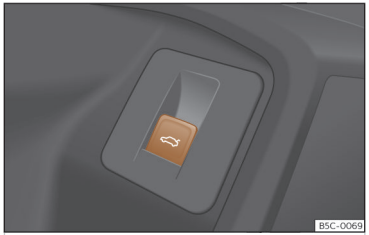

Abb. 77 In der Fahrertür: Taste zum Öffnen und Schließen der Heckklappe.
- **ODER:** Taste in der Fahrertür ca. 1 Sekunde lang nach oben ziehen ››› **(Abb. 77)**. Die Taste funktioniert auch bei ausgeschalteter Zündung.
- **ODER:** Taste in der Fahrertür nach oben ziehen und gedrückt halten, bis die Heckklappe vollständig geschlossen ist ››› **(Abb. 77)** (nur bei eingeschalteter Zündung).